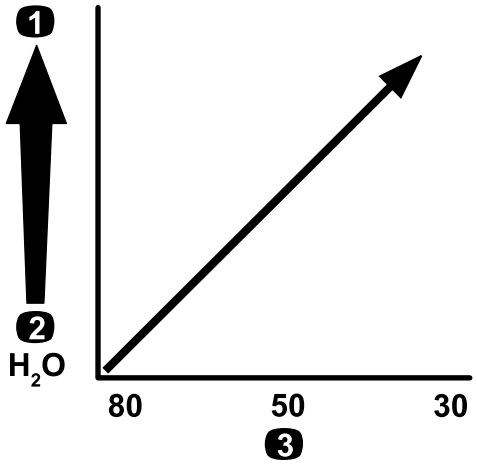

**Figur 77**
***Viktig:*** **Når du sprøyter med kjemiske produkter med høyere viskositet (mer tyktflytende) eller løsninger med fuktbare pulver, kan det hende du må bruke et grovere siktgitter for sugefilteret (valgfritt). Se Figur 77.**